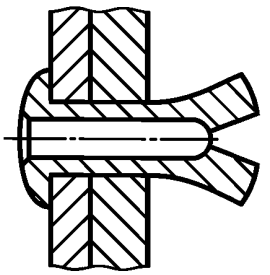

Рисунок 10 — Забивной штифт
2.2.2 **забивной штифт** (drive pin): Установленный в корпусе заклепки выступающий над головкой заклепки элемент, который после вставления заклепки в отверстия скрепляемых деталей запрессовывается в тело заклепки заподлицо с верхней поверхностью головки заклепки, раздвигая собой конец заклепки и формируя таким образом «слепую» головку (рисунок 10).